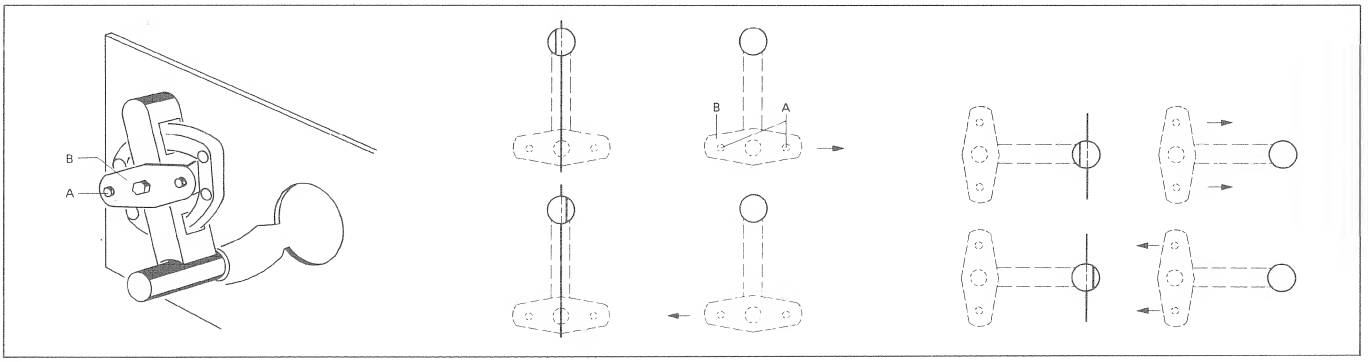

Fig. 4.7
-> fig. 4.7
- Desserrer 2 vis [A] jusqu'à ce que la plaque [B] puisse être décalée (fig. 4.7).
- Corriger la position de la plaque selon fig. 4.7.